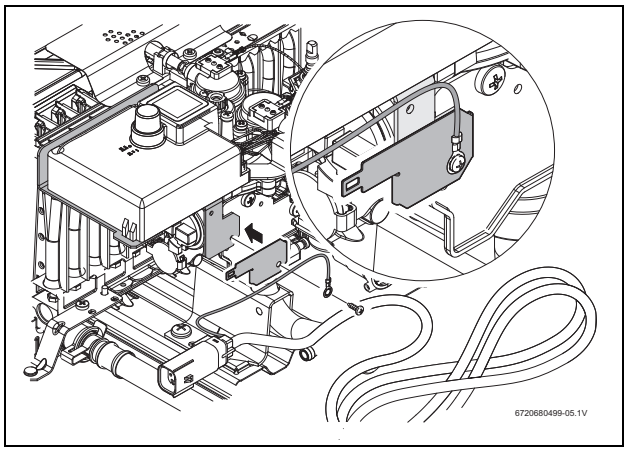

Fig. 2
- ▸ **1.** Attach the support and earth wire to the appliance by fastening with the provided screw as shown in Fig. 2.